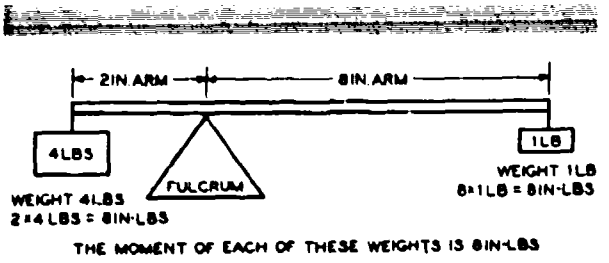

Figure 10-14. Principles of balance
The theory of aircraft weight and balance is extremely simple. You can see its application in the old familiar steelyard scale which is in equilibrium or balance when it rests on the fulcrum in a level position. The influence of weight, of course, depends directly on its distance from the fulcrum. For equilibrium or balance, the weight must be distributed so that the turning effect is the same on one side of the fulcrum as on the other. Therefore, a heavy weight near the fulcrum has the same effect as a lighter weight farther out on the bar. (See Figure 10-14.) The scale is in balance only when the horizontal center of gravity (CG) is at one location, the fulcrum.